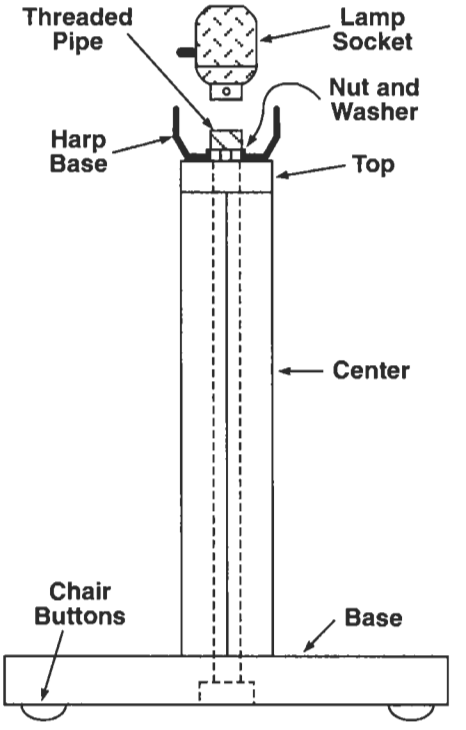

Figure 5
4. Place a washer on the top end of the pipe and hand tighten the nut. Align the three components and finish tightening the nut using a wrench. Do not overtighten. Remove any excess glue. Allow the glue to dry completely. (See Figure 5.)